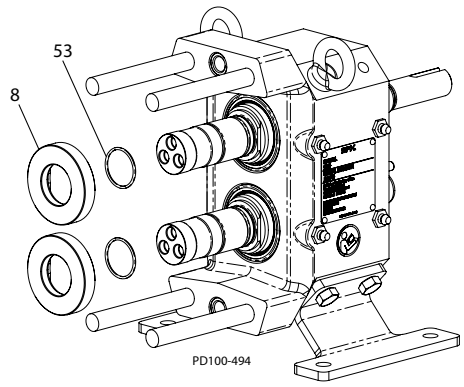

Afbeelding 52 - Installatie van asafdichting
1. Installeer de o-ringen van de zitting (Afbeelding 52, item 53) in de achterste groef van de as.
2. Breng een geschikt smeermiddel op de o-ringen aan en installeer de zittingen van de afdichting (Afbeelding 52, item 8). Laat de effen oppervlaktes in de zittingen van de afdichtingen overeenkomen met de effen oppervlaktes vlaktes op de assen en zorg dat ze stevig tegen de askraag zitten.